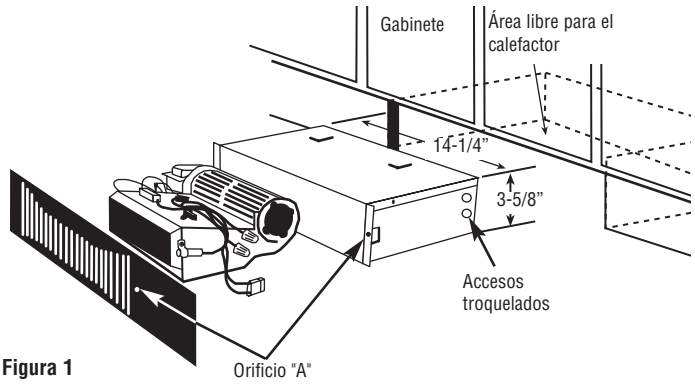

Figura 1
1. Corte un hueco de 14-1/4” x 3-5/8” (361,9 mm x 92,1 mm) en el lugar deseado como se muestra en la figura 1. Mantenga libre de obstrucciones el área por encima del calefactor.
3. Escoja y retire el acceso troquelado de la caja que será utilizado para el cableado (vea la figura 1). Instale el prensacables (provisto por el instalador).
7. Utilizando los orificios en las pestañas de la caja como plantilla, asegure la rejilla delantera y el calefactor haciendo dos perforaciones de 3/32” (2,3 mm) de diámetro en el gabinete y colocando dos tornillos n.° 6 x 3/4” (n.° 6 x 19 mm) (suministrados) en los orificios "A" (vea la figura 1).